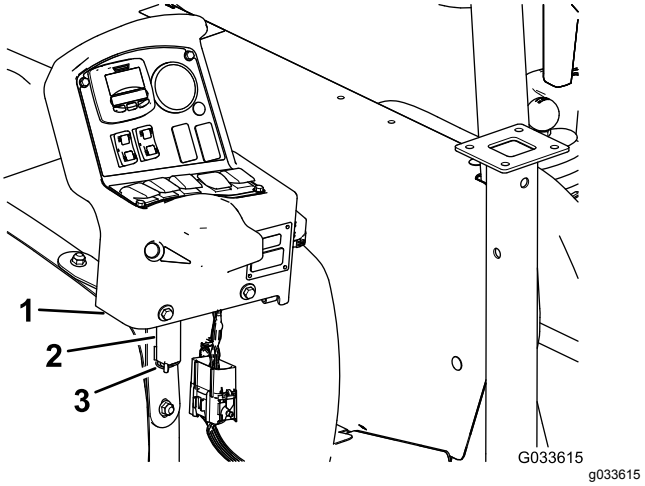

Figur 132
7. Fjern konsollen fra konsollmonteringsbraketten ved dashbordet på maskinen, og rett inn svingbolten på kontrollkonsollen med lagringsbraketten på den fremre tankstroppen (Figur 132). Se Montere kontrollkonsollen i maskinen (side 19).
8. Monter konsollen på braketten og fest svingbolten til braketten med hårnålen (Figur 132).